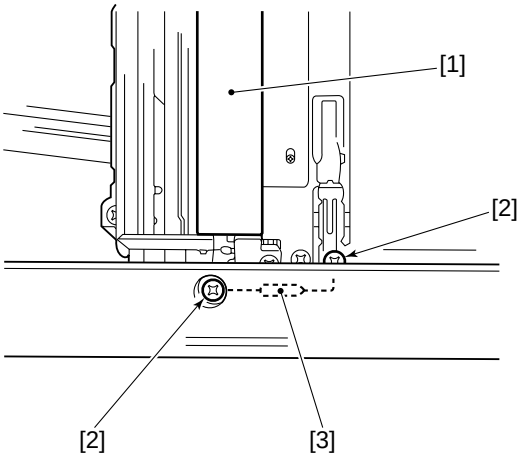

Figure 4-803
2) Hold the rear of the No. 1 mirror mount [1], and move it to the right until it is positioned as shown in Figure 4-803.